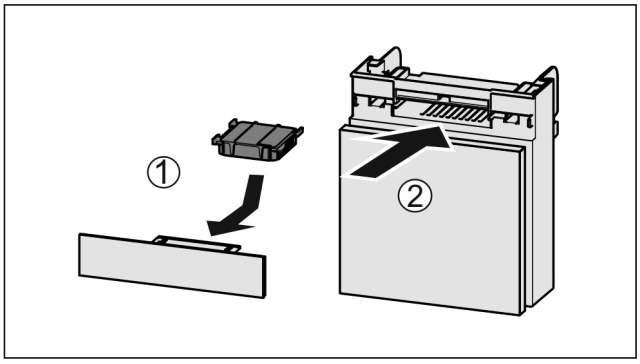

Fig. 55
▶ Установите фильтр с активированным углем, как показано на рисунке *Fig. 55 (1)*.
▶ Вставьте отделение *Fig. 55 (2)*.